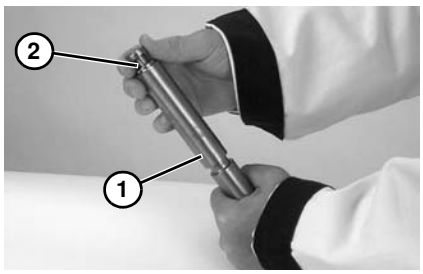

Abbildung 80
2. Spindel **(Abbildung 80, Teil 1)** überprüfen. Falls verschlissen, austauschen.
3. Lager **(Abbildung 80, Teil 2)** auf Spindel schieben.